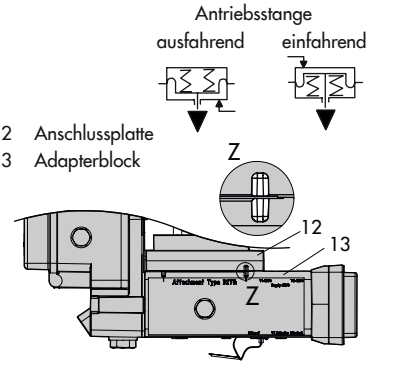

Bild 5-11: *Sicherheitsstellung*
Nut von Adapterblock (13) mit der der Anschlussplatte (12) übereinstimmt (Bild 5-11).